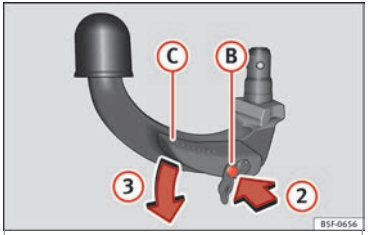

Fig. 224 Step 2.
- Press the release bolt (B) in the direction of arrow (2), and at the same time press lever (C) in the direction of arrow (3) as far as it will go ››› **Fig. 224**.